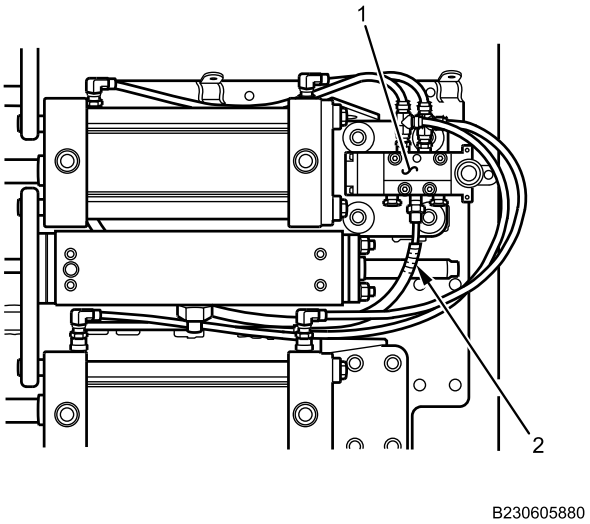

Figure 6. Air Line Secured to Door Actuator Connector (Dual Piston).
11. Install air line (Figure 6, Item 2) on door actuator (Figure 6, Item 1).